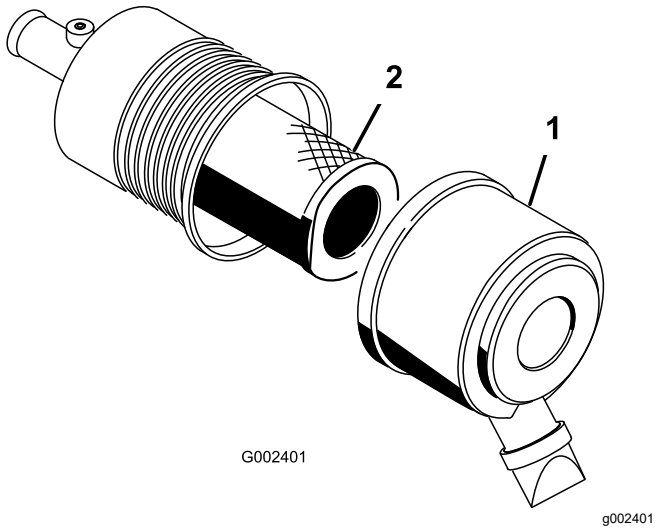

Figura 33
1. Liberte os trincos do filtro de ar e puxe a tampa para fora do corpo do filtro (Figura 33).
3. Deslize suavemente o filtro para fora do corpo do filtro (Figura 33).
5. Deslize cuidadosamente o filtro sobre o tubo do corpo (Figura 33).
6. Instale a tampa do filtro de ar com o lado virado para cima e prenda os trincos (Figura 33).